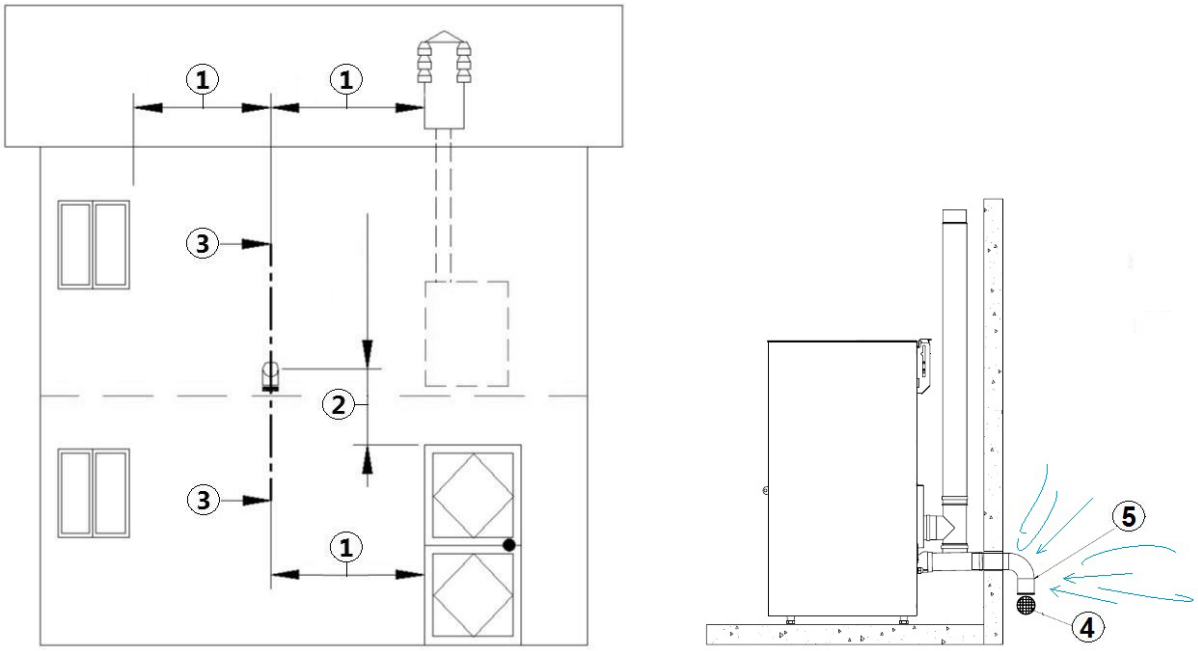

Fig. 7 - Öffnung für die Verbrennungsluft für eine hermetisch dichte Installation
- An der Außenwand muss eine 90°-Krümmung installiert werden, um die Verbrennungsluftzufuhr von den Auswirkungen des Windes zu schützen: Die Öffnung der Krümmung nach unten richten, siehe **Fig. 7 auf S. 11**.